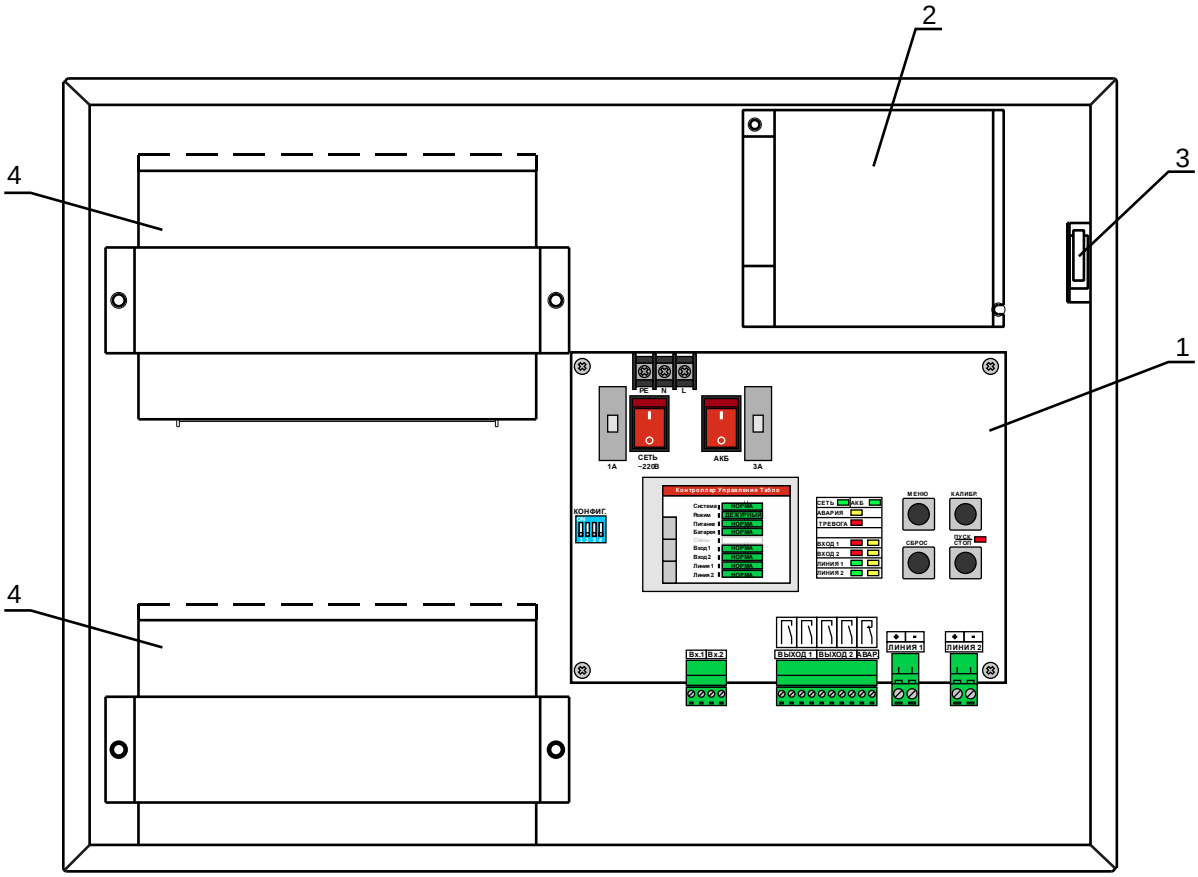

Рис. 2.1. Внутренняя компоновка.
Внутренняя компоновка *устройства* показана на Рис. 2.1, где схематично изображены плата контроллера (1),**БП** (2), концевой выключатель сигнализации вскрытия *устройства* (3), **АКБ**(4).